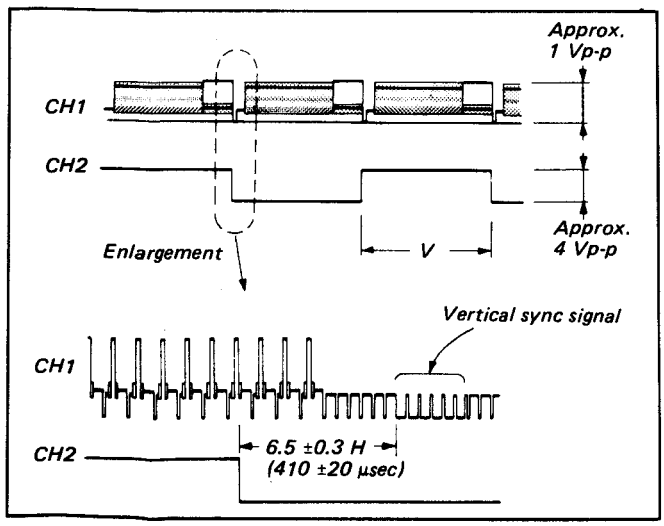

Fig. 3-6 RF switching position adjustment
3) Check the switching position on the playback equipment. (Fig. 3-6)